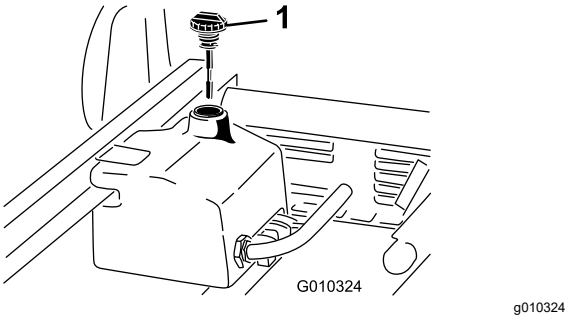

**Figura 72**
4. Limpie la zona alrededor del cuello de llenado y el tapón del depósito hidráulico (Figura 72).
6. Retire la varilla (Figura 72) del cuello de llenado y límpiela con un paño limpio.